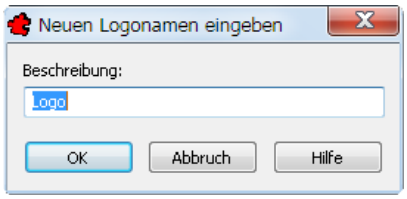

Bild 26.22 – Auch der Name kann geändert werden
- Zunächst erscheint die Dialogbox Neuen Namen eingeben. Ändern Sie gegebenenfalls den Namen und bestätigen Sie (Abb. 26.22).